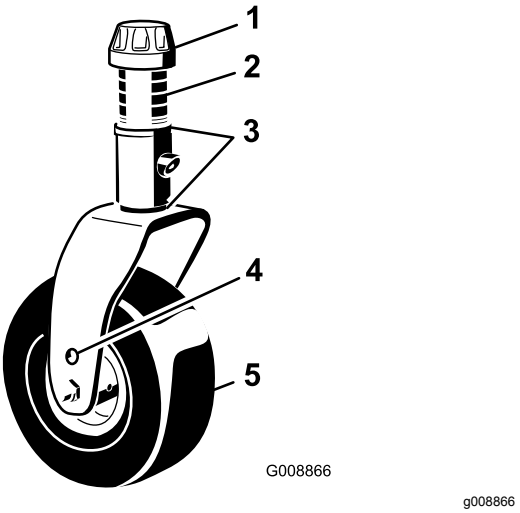

Figur 22
5. Fjern spennhetten fra spindelakselen og før spindelen ut av styrearmen (Figur 22).